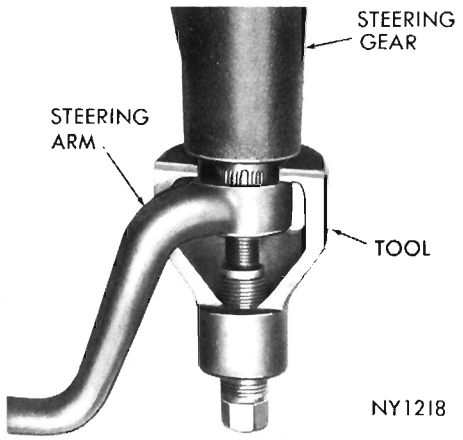

Fig. 3—Removing Steering Gear Arm
(1) Disconnect steering gear arm from cross shaft with Tool C-3646 (Fig. 3).
(2) Remove horn button or horn ring.
(3) Loosen cross shaft adjusting screw lock nut, and back out adjusting screw approximately two turns. This will relieve any friction load which may be present at the closely meshed ball nut rack and sector gear teeth.
(4) Turn steering wheel two complete turns from straight ahead position, and place torque wrench Tool C-3380 on steering shaft nut.
(5) Rotate steering shaft at least one turn toward straight ahead position, while testing rotating torque with torque wrench.
(1) From under vehicle, remove steering gear arm retaining nut and lock washer. Remove arm with Tool C-3646 (Fig. 3).
(2) Remove steering shaft lower coupling to worm-shaft roll pin.
(3) Disconnect shift linkage on all models equipped with column mounted transmission gear selectors.
(4) Loosen steering column to instrument panel clamp nuts far enough to disengage tab on clamp from slot in underside of column jacket. Slide column assembly up far enough to disengage coupling from wormshaft.